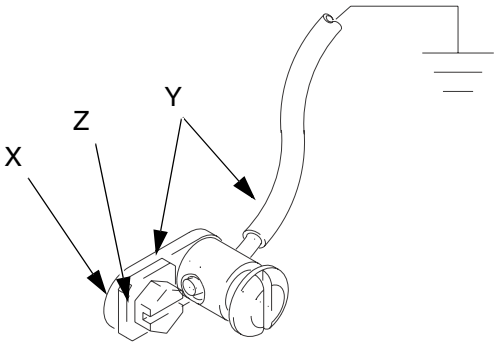

FIG. 6: Tornillo de conexión a tierra
Si tiene el tornillo de conexión a tierra mostrado en la FIG. 6, debe pedir el Nro. de pieza 222011, conjunto de cable, anillo terminal y abrazadera de conexión a tierra (Y). Para instalar el conjunto 222011, retire el tornillo de conexión a tierra (Z) e insértelo a través del ojal del anillo terminal (X), luego apriete el tornillo de conexión a tierra de vuelta en el motor neumático como se muestra en la FIG. 6. Conecte el otro extremo del cable a una tierra verdadera.